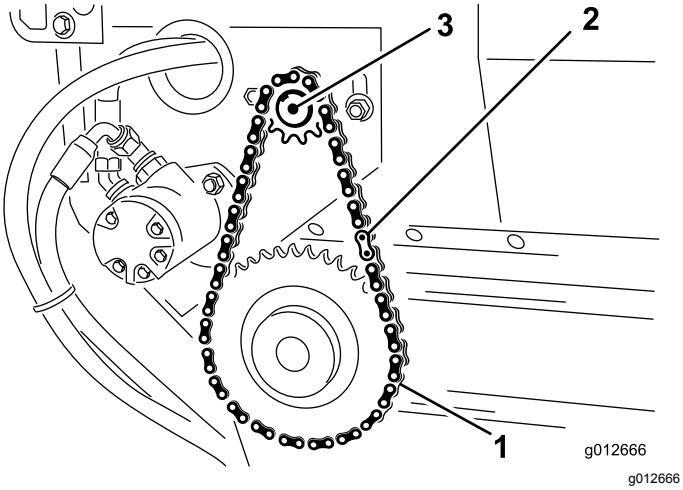

Rysunek 23
2. Zdemontuj ogniwo główne z łańcucha i łańcuch z małego koła łańcuchowego (Rysunek 23).